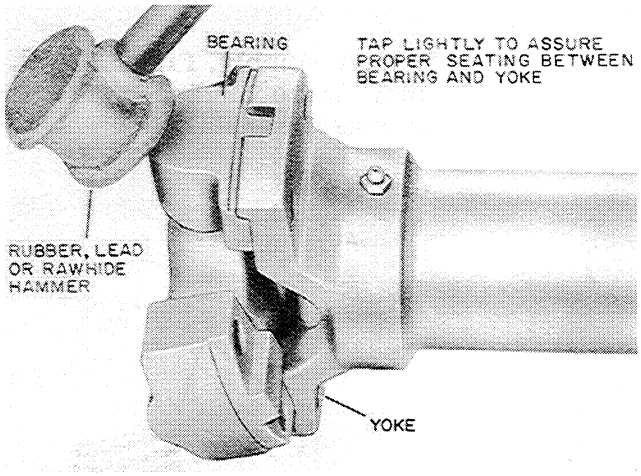

Figure T-90
3. Install the universal joint onto the drive shaft yokes, Figure T-90. Tap lightly to insure proper seating, Figure T-90.